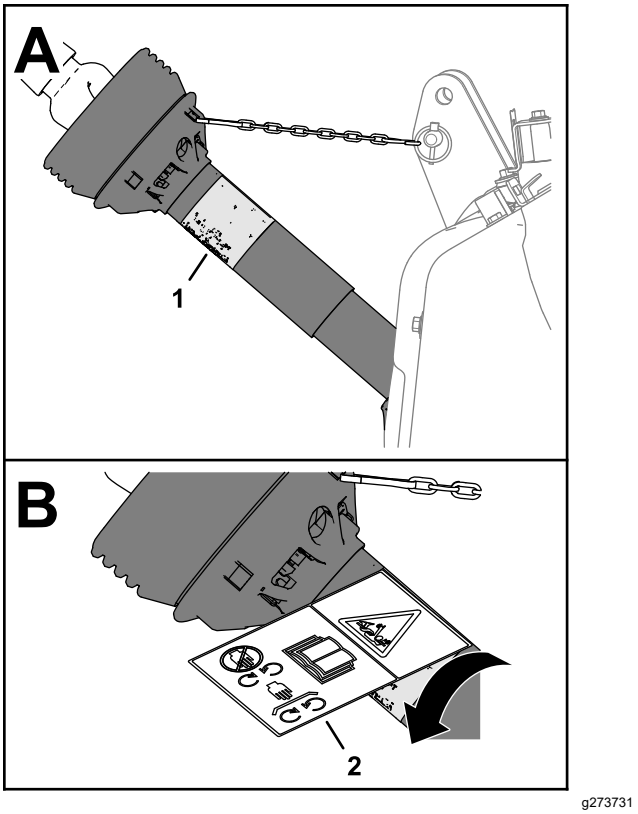

Figura 19
1. Gire el protector del árbol para tener acceso a la pegatina de enredamiento existente (Figura 19).
4. Aplique la pegatina de enredamiento CE sobre la pegatina de enredamiento existente (Figura 19).